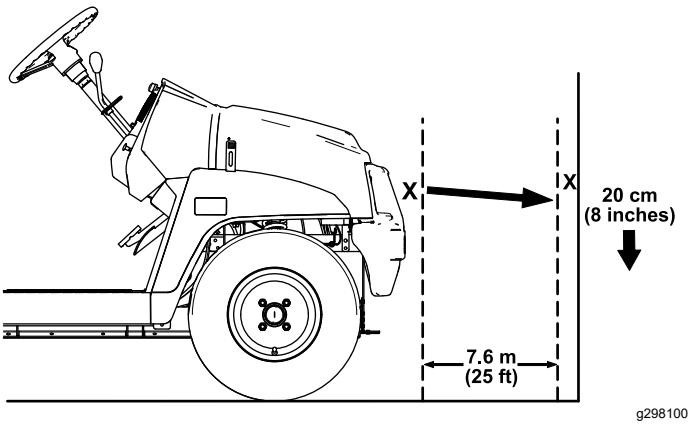

Bild 54
1. Stellen Sie die Maschine auf einer ebenen Fläche ab, dabei sollte der Abstand der Scheinwerfern ca. 7,6 m von einer Wand entfernt sein (Bild 54).
Der hellste Teil des Scheinwerfers sollte 20 cm unter der Markierung an der Wand liegen (Bild 54).